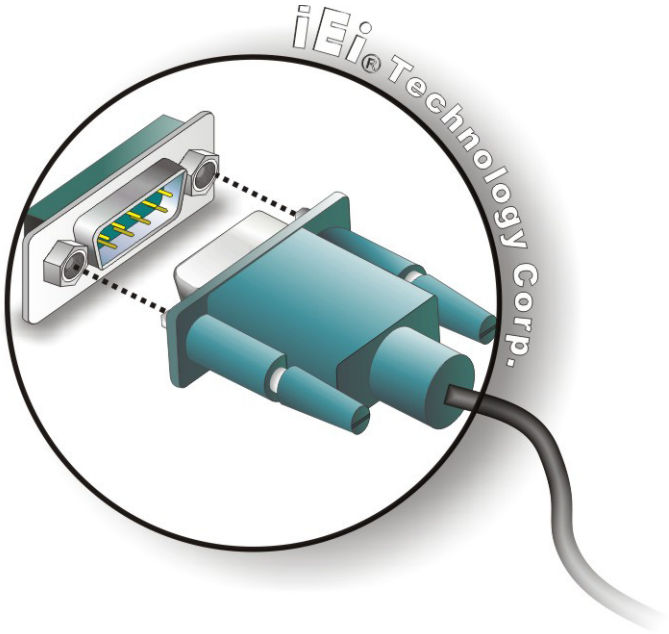

Figure 3-28: Serial Device Connector
Step 2: **Insert the serial connector**. Insert the DB-9 connector of a serial device into the DB-9 connector on the external peripheral interface. See **Figure 3-28**.